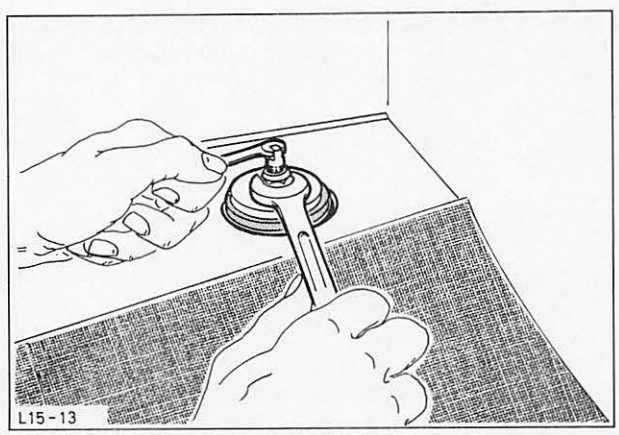

Abb. 176 Stoßdämpfer von der Bodengruppe abbauen (Limousine)
2. Mutter der oberen Stoßdämpferbefestigung abschrauben und Unterlegscheibe entfernen, Abb. 176.